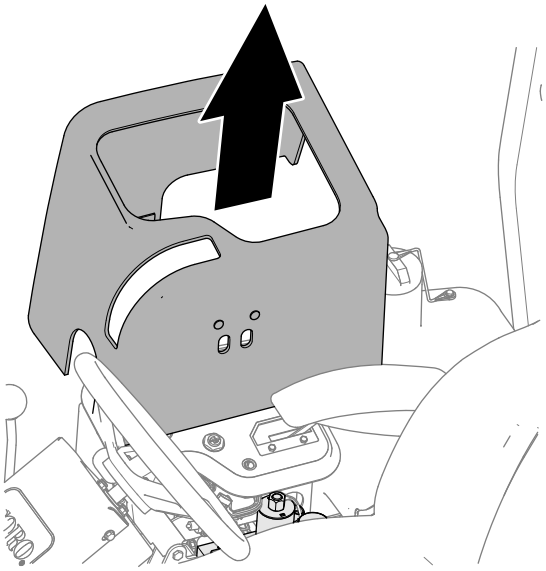

**Figur 89**
3. Lyft upp den magnetiskt monterade konsolkåpan (Figur 89) för att exponera gräsklippargrenröret.